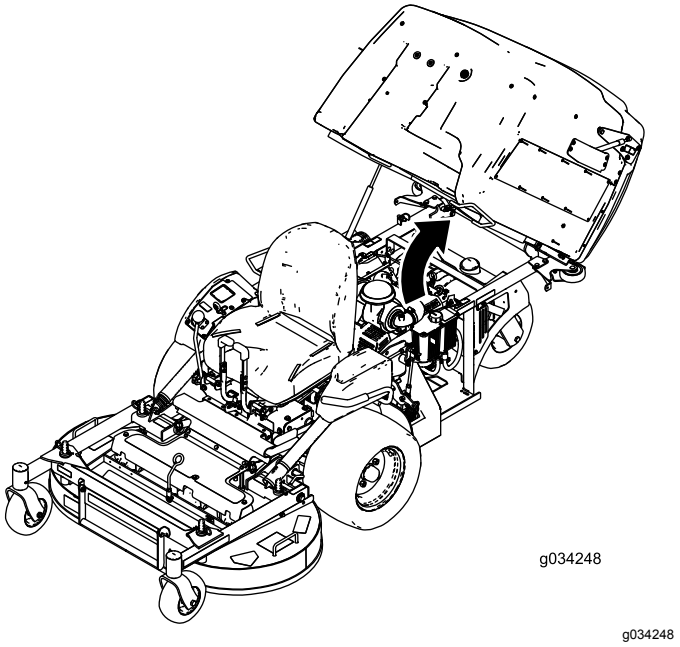

Figure 28
1. Levez la trémie (Figure 28).